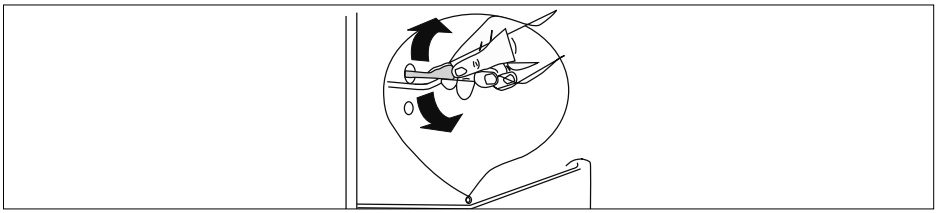

Abb. 19
- Säubern Sie die Ablaufrinne für Kondenswasser im Kühlraum (9) z. B. mit einem Wattestäbchen bzw. einem Reinigungsdorn (siehe **Abb. 19**).
- Alle Ausstattungselemente sorgfältig mit einem milden Reinigungsmittel (z. B. Spülmittel) reinigen (Obst-/Gemüsefach (8), Türfächer (4/6), Glaseinlegeböden (10/11)).